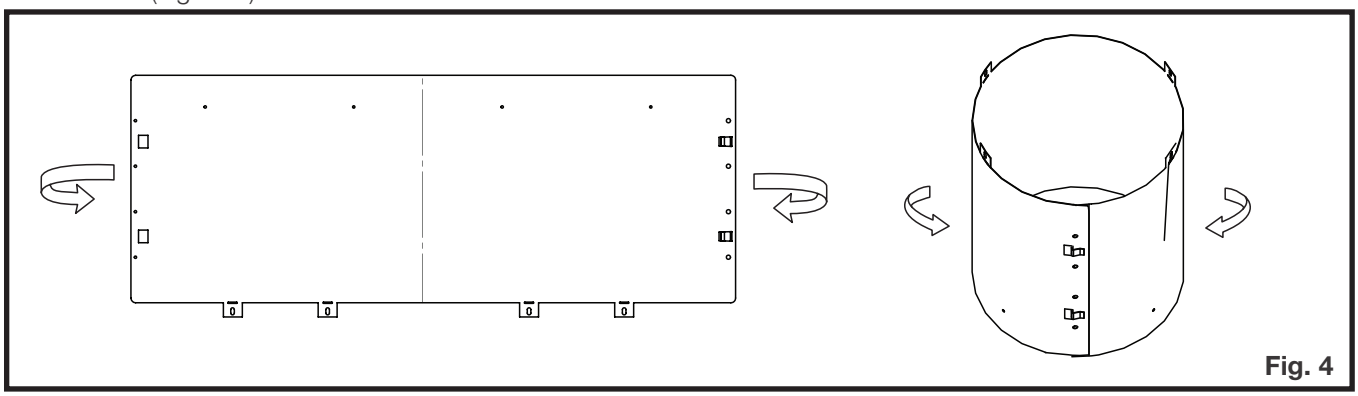

Fig. 4
4. Enlevez la douille d'évent comme illustré et assurez-vous de fixer les extrémités ensemble (Figure 4).